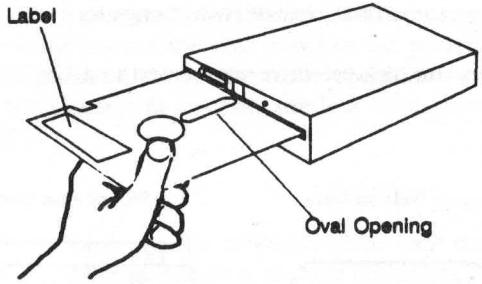

Figure 2-3. Inserting a Floppy Diskette into the Diskette Drive
2. Hold the diskette with the label side up. The oval opening at the bottom of the diskette goes in first (see Figure 2-3)